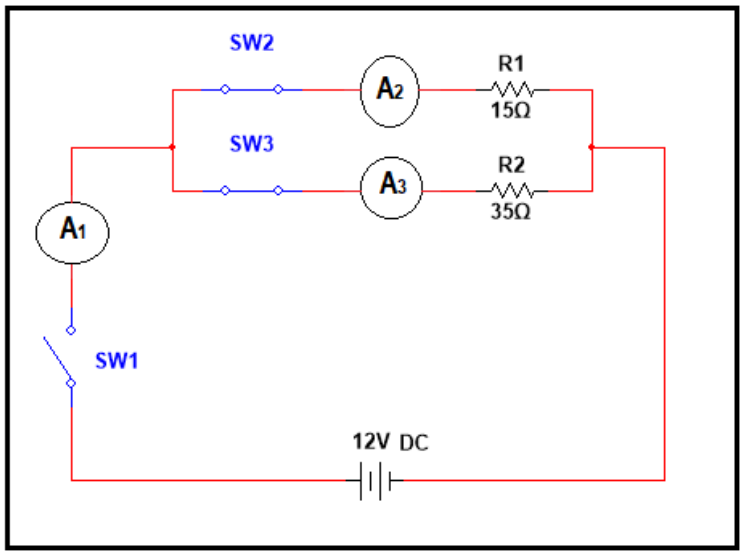

FIGURE 5
4.4 Study the circuit in FIGURE 5 below and answer the questions that follow.